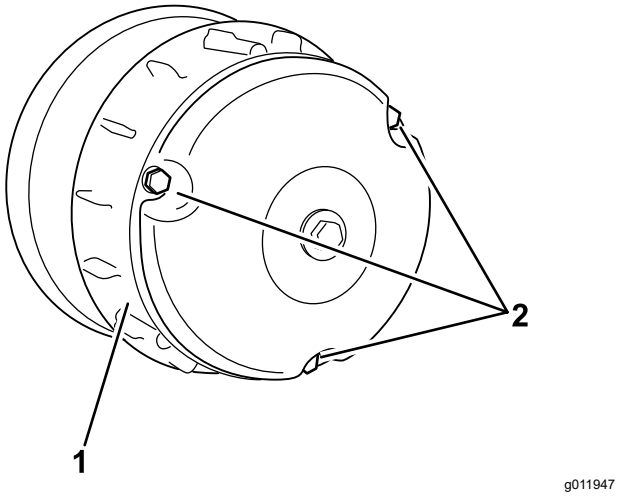

**Figur 60**
2. Afmonter de 3 bolte, der fastgør dækslet til koblingen, og afmonter dækslet (Figur 60).
4. Monter koblingens dæksel, og fastgør det med de 3 bolte (Figur 60), du fjernede i 2.